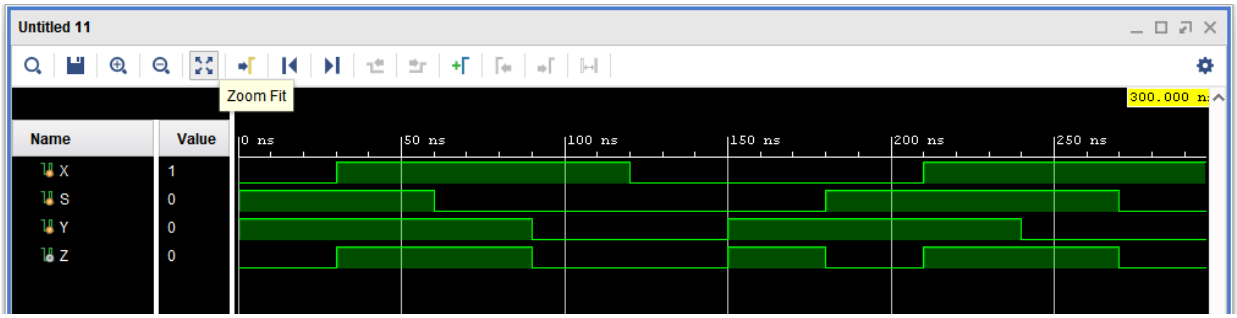

Figure 11: Simulator window showing the simulation results. Note the Zoom Fit button.
7. Once the computations are complete, the simulator window will open showing the simulation results. Under a tab called *Untitled*, you will see the simulated traces for all signals in the design. Use the Zoom Fit tool to view the whole simulation in one screen. Compare the results with the expected behaviour (i.e., the truth table for the multiplexer). Below is a screenshot of the results (Figure 11).